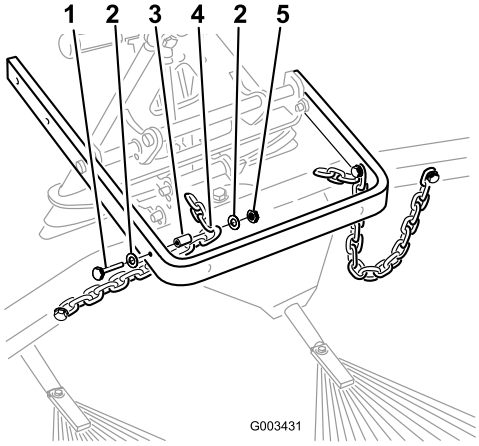

図 15
8. 先ほど外したボルト、ワッシャ、スペーサ、ロックナットを使って、各チェーンの3番目のリンクを昇降アームの内側に取り付ける（図 15）。